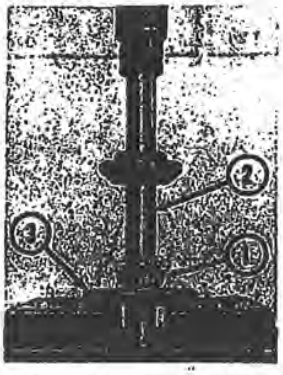

FIGURE 7 – Reassembly of Gear and Bearing Cone
Figure 7 shows the recommended method of pressing the Bearing Cone (1) onto Shaft (2). An Inserting Tool (3) is shown pressing evenly on the bearing inner race. This tool may be obtained from Hub City or machined for the purpose in your shop. A substitute inserting tool may also be made from tubing which would have an I.D. sufficient to accept the shaft and an O.D. no larger than the inner bearing race.